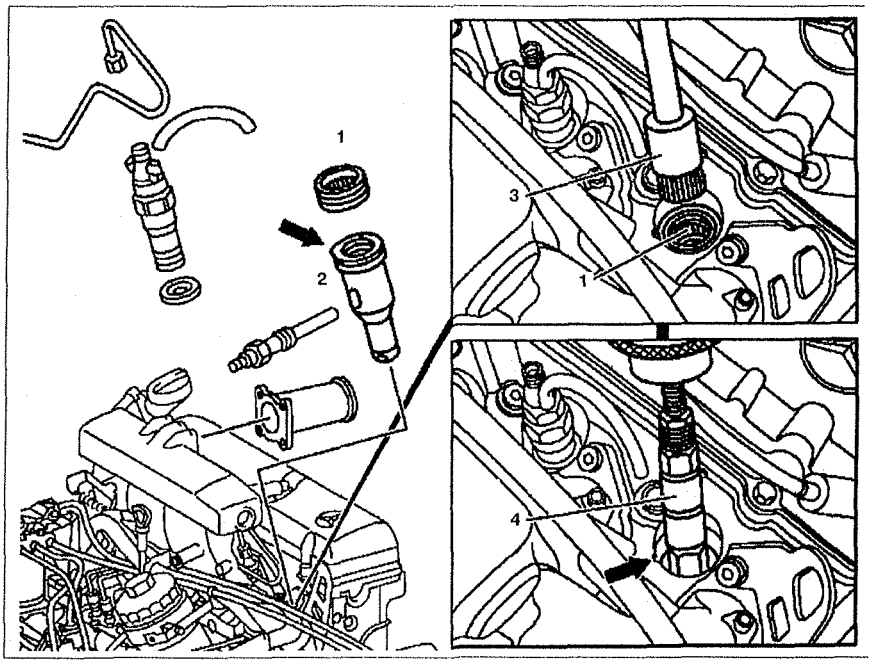

Рис. 4.20. Предкамера:
2. С помощью ключа **3** выкрутите резьбовое кольцо **1** (см.рис.4.20).